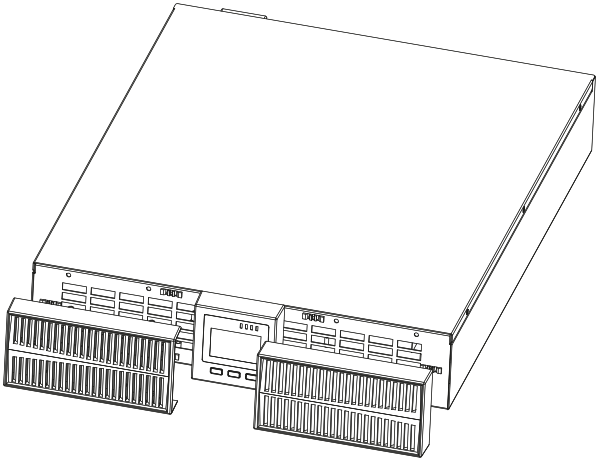

Рисунок 9
• Для смены положения дисплея удалите фронтальные пластиковые крышки (рисунок 9).